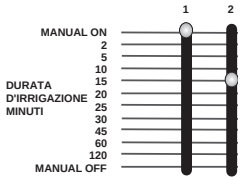

FIGURA 13: Graduador deslizante para la duración situado en Manual Off
- Desactive cualquier unidad o unidades situando el graduador deslizante correspondiente a la duración de riego de las unidades en la posición **MANUAL OFF** (manual desactivado), es decir, en el extremo inferior de la barra. **[Vea la Figura 13].**